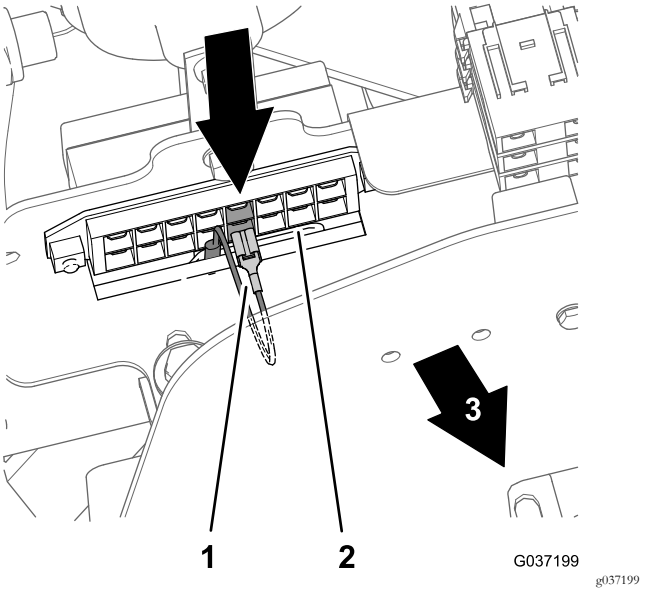

Rysunek 34
- Model 30651 – pozycja piątego bezpiecznika od lewej strony (Rysunek 34)